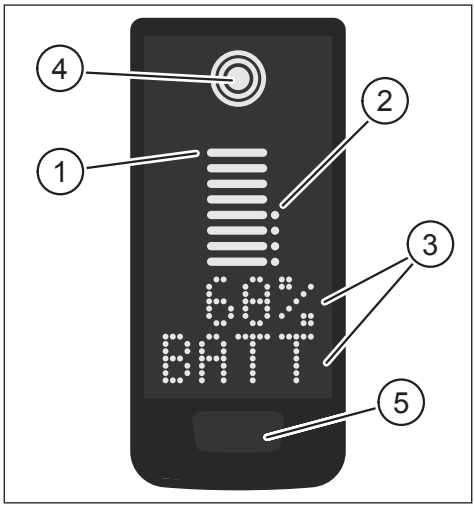
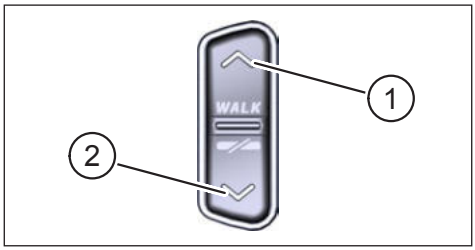

Fig. 1: Eléments de commande et d'affichage sur Display
Fig. 2: Eléments de commande sur la Remote
Pos. dans Fig. 1	Description
Pos. dans Fig. 2	Description
- ▶ Maintenir la touche de commande sur Display (élément 5 Fig. 1) et la touche de commande BAS sur la Remote (élément 2 Fig. 2) enfoncées pendant au moins 5 secondes.
► Une **double clic** pression sur la touche de commande de Display (élément 5 Fig. 1) permet de passer à Display suivant.